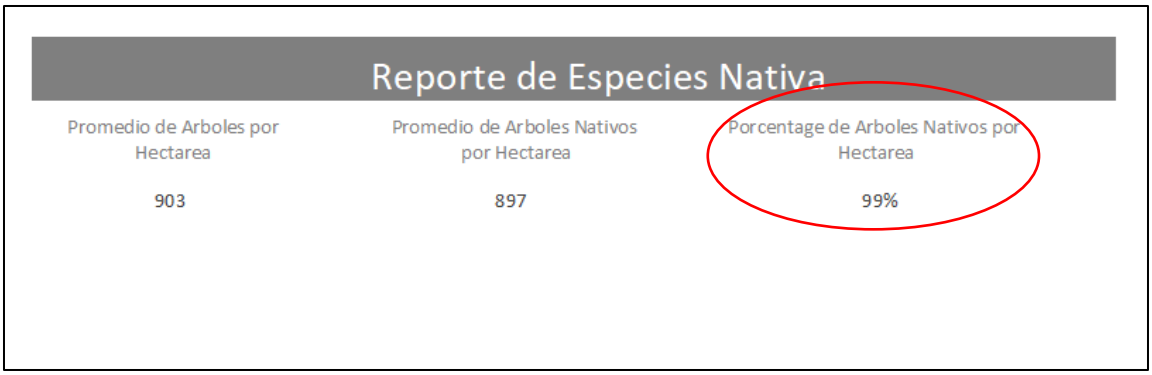

Figure 65. Native Species Report
2. The Native Species Report will appear with the percent of native trees per hectare in the upper right as shown in Figure 65. The percent native species is used for determining whether the project complies with the Environmental Safeguards for native species.